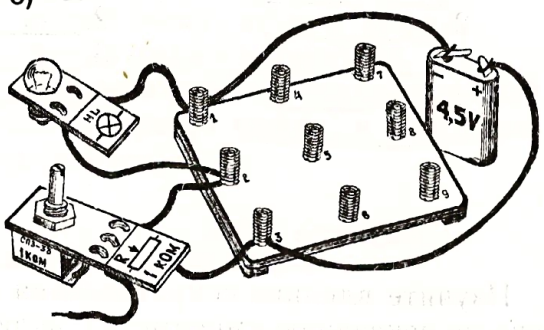

Рис. 6-2-2
1. Вращая ручку переменного резистора (меняя его сопротивление), следите за яркостью лампы (рис. 6-2-2).